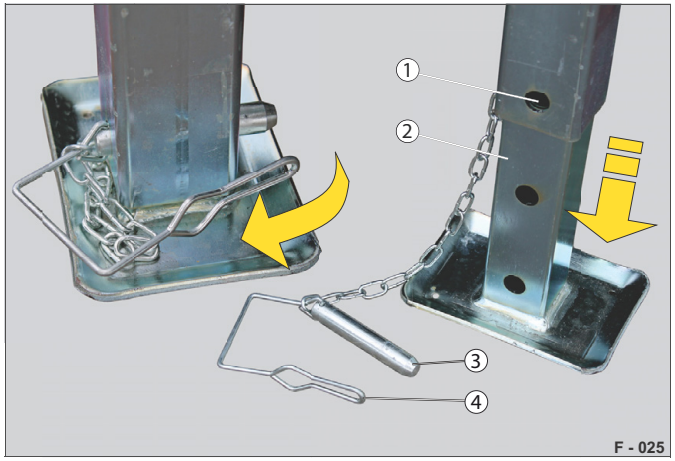

Abb. 23 Teleskopická kliková podpěra, výškově nastavitelná
▶ Vytlačte třmenovou pojistku(Abb. 23/4) ze zásuvného kolíku (Abb. 23/3).
▶ Stavěcí nožku (Abb. 23/2) posuňte dolů tak, aby mohla být aretována v otvoru (Abb. 23/1).